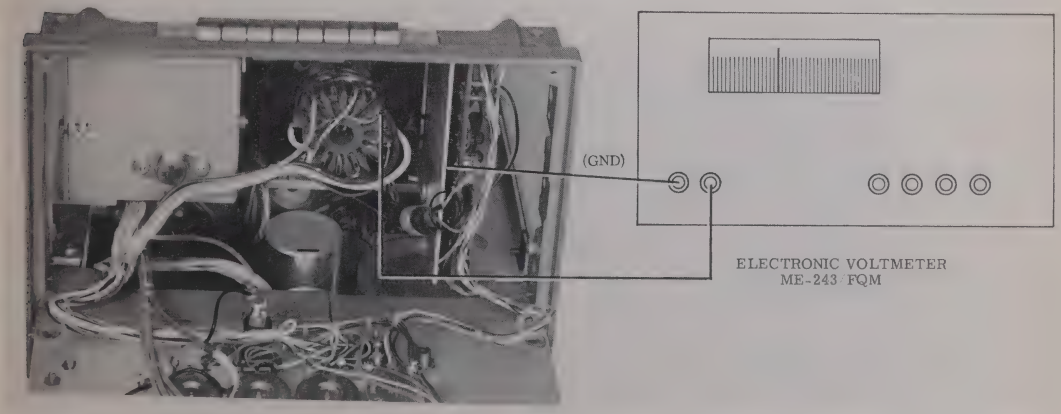

Figure 6-5. High Voltage Power Supply, Test Setup
6-11. The high voltage power supply adjustment and test point are shown in figures 6-5, 6-6, and 5-29.
d. Connect HV Voltmeter to pin number 7 of the CRT socket. (See figure 6-5.)